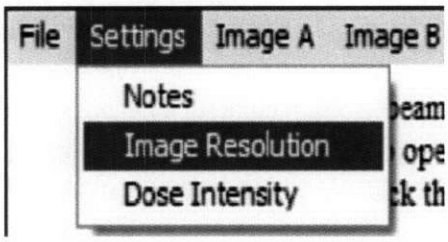

**Figure 5-19 Resolution pull down**
1. Select the **Settings** option from the top menu (*Figure 5-19 Resolution pull down, page 26*) and **Image Resolution** in order to generate the offset information in millimeters (mm).